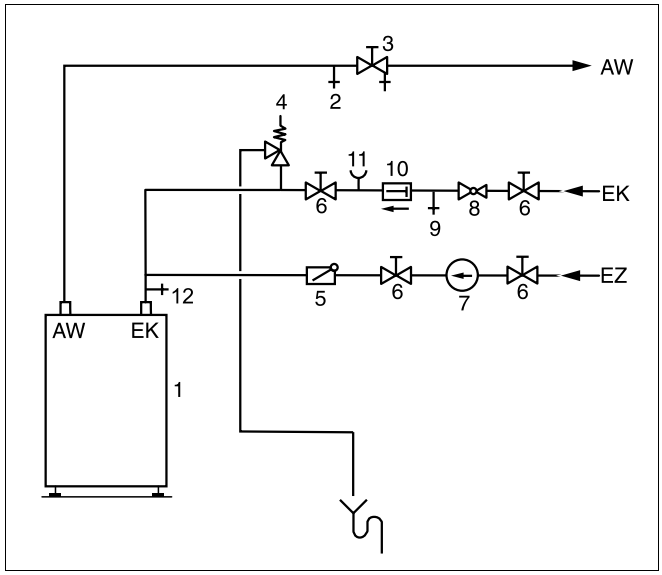

Рис. 2 Монтаж (принципиальная схема)
- Вентиль для продувки и спуска воздуха (рис. 2, **поз. 2**) должен быть установлен на трубопроводе горячей воды перед запорным вентилем (рис. 2, **поз. 3**).
- На предохранительном клапане (рис. 2, **поз. 4**) должна быть установлена табличка со следующей надписью: "Не перекрывать продувочную линию. Во время отопления в целях безопасности может вытекать вода."
- Из оставшихся неперекрытыми водопроводных труб слить воду через сливной вентиль (рис. 2, **поз. 12**).